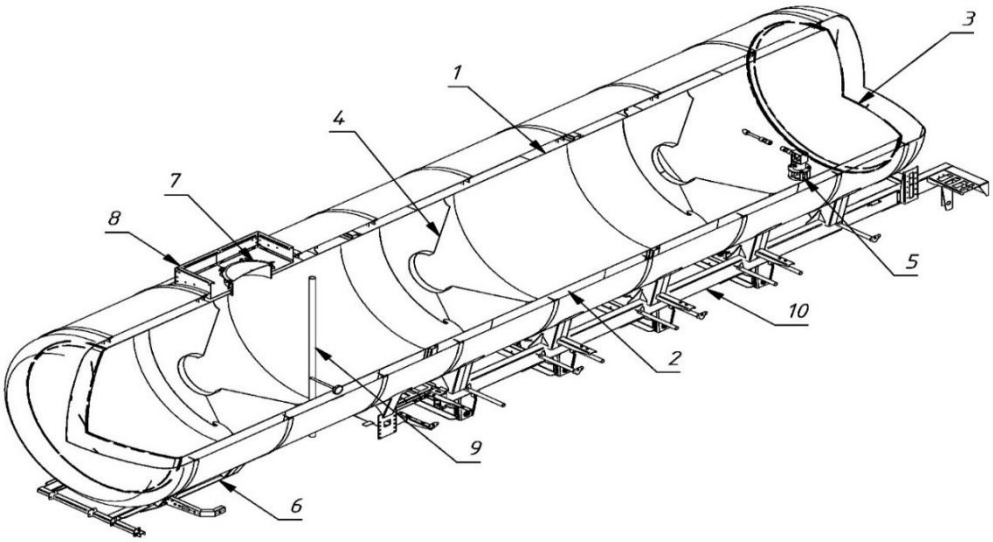
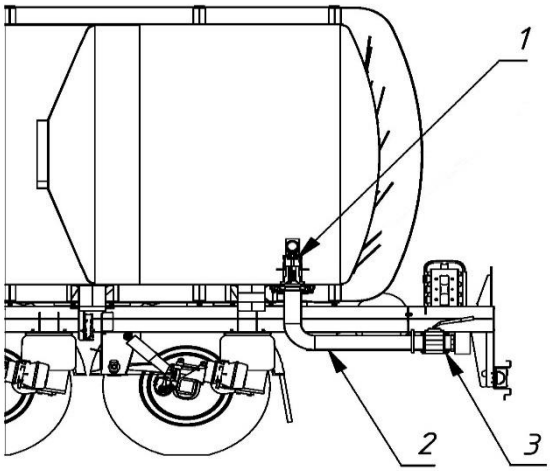

Рис. 2.6 – Цистерна полуприцепа
Рис. 2.8 – Трубопровод слива нефтепродукта
Цистерна полуприцепа показана на рис. 2.6 и представляет собой металлический сварной корпус (1), толщиной не менее 4 мм, имеет форму цилиндра постоянного или переменного сечения. Наружная часть цистерны обшита утеплителем, который сверху закрыт листами из оцинкованной стали толщиной 0,8 мм. Возможно исполнение цистерны без утепления и наружной обшивки. Корпус цистерны является несущей конструкцией, включающей в себя обечайки, радиусные торцевые стенки (3), волнорезы (4), которые служат для придания корпусу жесткости и уменьшения гидравлических ударов при изменении скорости полуприцепа. В нижней задней части цистерны вварен фланец (5) для подсоединения сливной арматуры и донного клапана (см. рис. 2.8). В передней части цистерны к нижним полкам лонжеронов приварена плита наката со шкворнем (6). Плита наката предохраняет обечайку корпуса цистерны от возможных ударов при сцепке с тягачом. Диаметр рабочей поверхности сцепного шкворня 50.8±0,1 мм. Допустимый предельный износ рабочей поверхности сцепного шкворня не должен превышать 2,5 мм. В верхней части цистерны установлен заливной люк с откидной крышкой (7). Внутри горловины люка имеется указатель для контроля уровня налива нефтепродукта. В крышке люка установлен клапан дыхательный для регулировки давления в цистерне.
Трубопровод слива нефтепродукта показан на рис. 2.8 и служит для слива нефтепродукта из цистерны. Трубопровод проложен от донного клапана (1) в задней части полуприцепа. На конце трубопровода приварен фланец, к которому с помощью болтового соединения установлен кран шаровый (3). Это позволяет легко демонтировать кран для технического обслуживания или замены. Кран шаровый имеет присоединительные штуцера-наконечники со съемными защитными крышками.
Донный клапан (1) (см. рис. 2.8) механический расположен внутри цистерны с ручным приводом. Рукоятка привода расположена с правой